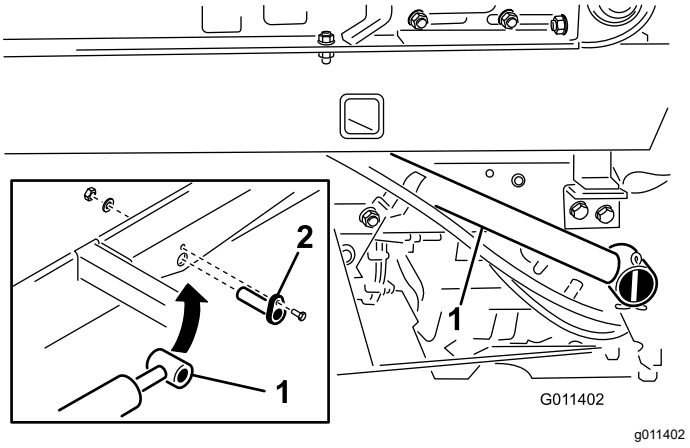

**Figur 12**
1. Fest stangenden til hver løftesylinder på overgjødslerens base med en sylinderbolt (Figur 12).
2. Fest hver sylinderbolt til overgjødslerens base med en hodeskrue (¼ x ¾ tomme), en flat skive og en mutter (Figur 12).